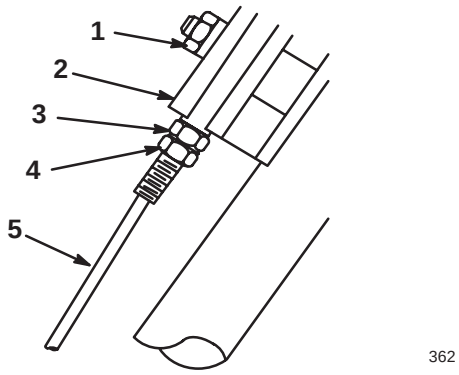

Bild 17
3. Lockern Sie die Mutter am Stützblock (Bild 17).
4. Lockern Sie die untere Klemmmutter am Radantriebs-Bowdenzug (Bild 17).
7. Ziehen Sie die untere Klemmmutter fest, um die obere gegen den Stützblock zu arretieren (Bild 17).